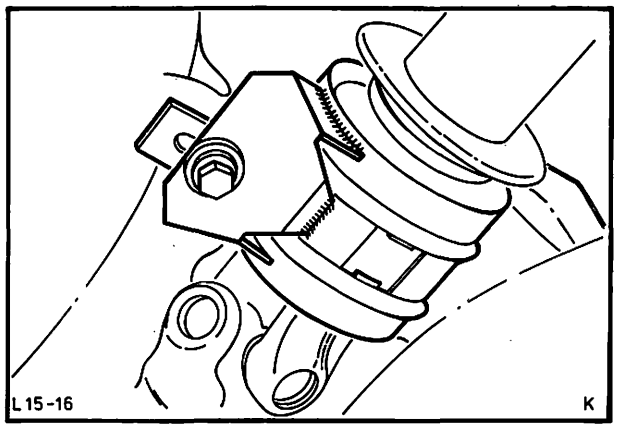

Abb. 33 Distanzscheiben zwischen Mittellagergehäuse und Bodenblech einsetzen
16. Gelenkwelle einbauen. Mittellager mit eingesetzten Distanzscheiben lose vormontieren, Abb. 33. Gelenkwelle an Hinterachsflansch anbauen und Schrauben mit vorgeschriebenem Drehmoment festziehen. Anschließend Mittellager parallel zur Gelenkwelle und spannungsfrei mit vorgeschriebenem Drehmoment festziehen.